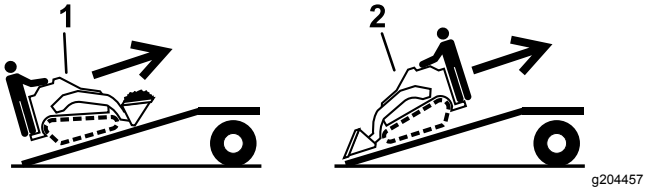

Rysunek 28
5. Załadunek maszyny na przyczepę wykonuj tak, aby cięższa jej strona była po wyższej stronie pochylni, ładunek przewoź nisko (Rysunek 28).
1. Opuść pochylnię (Rysunek 28).